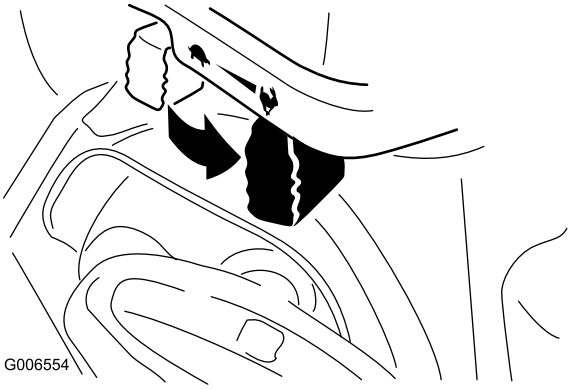

**Figur 29**
6. Flytta gasreglaget till det snabba läget (Figur 29).